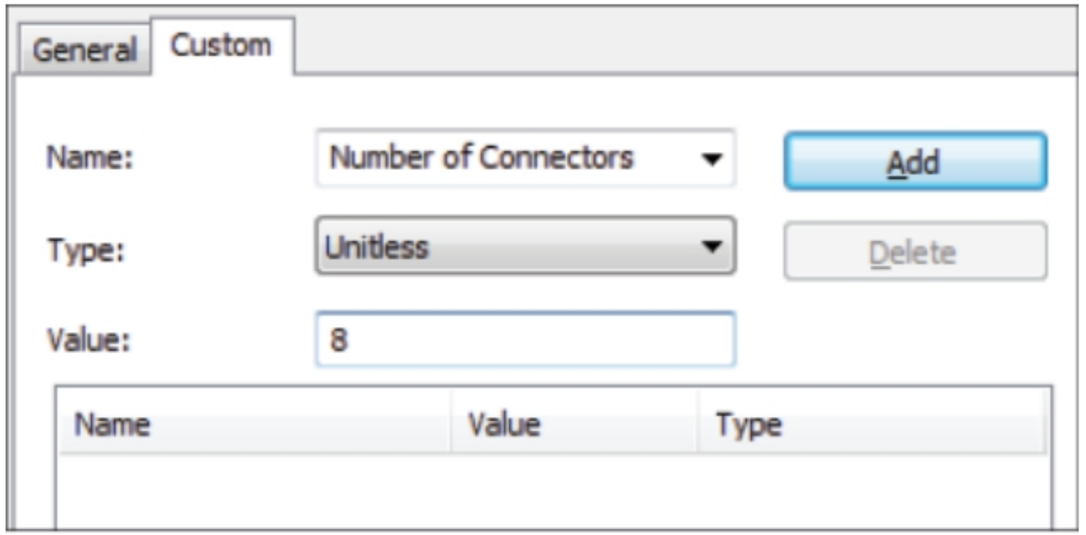
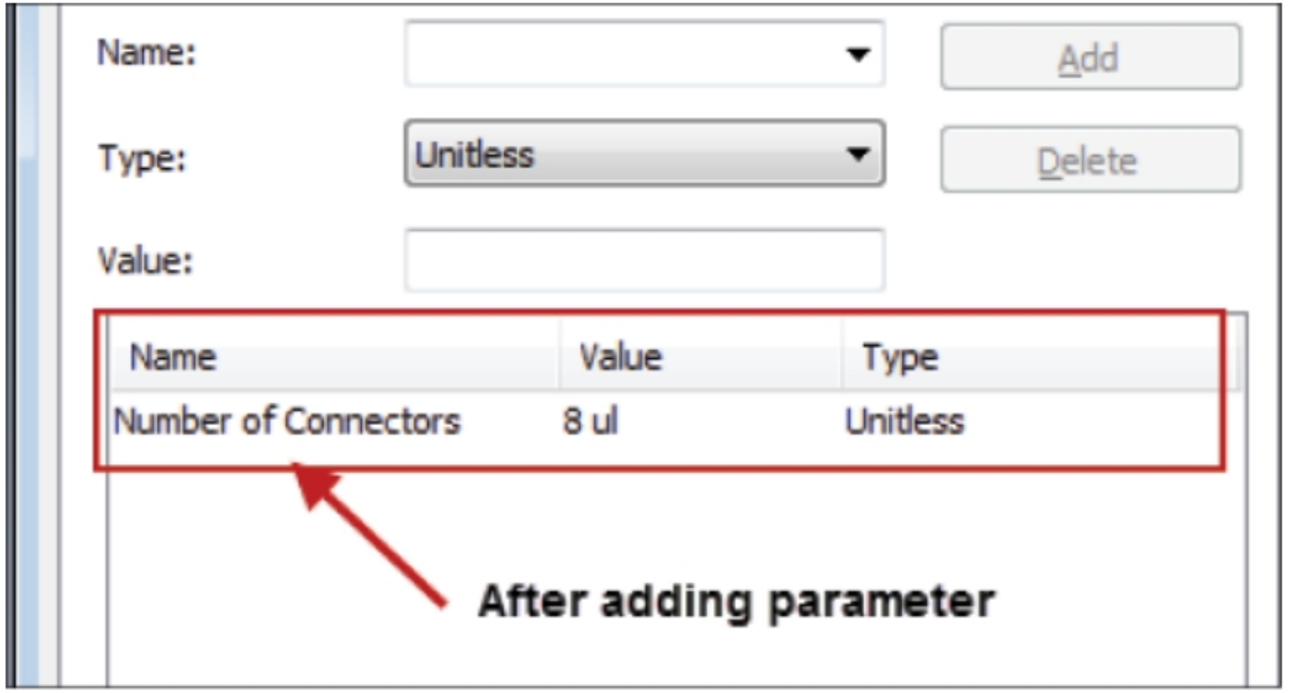

Figure-34. Specifying parameters for part
Figure-35. After adding parameter in table
- Specify desired parameters; refer to Figure-34 and click on the **Add** button to add it in the table; refer to Figure-35.